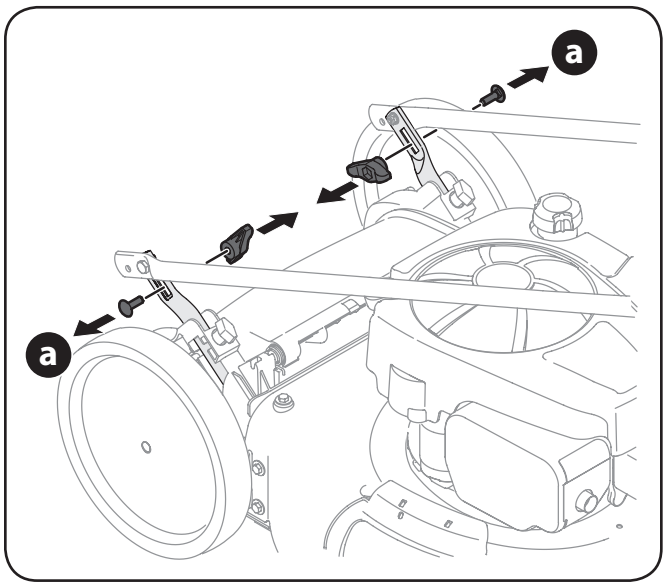

Figure 3-1
a. Remove wing nuts and carriage bolts from handle as shown in Figure 3-1. Do not loosen or remove adjacent hex head screws.